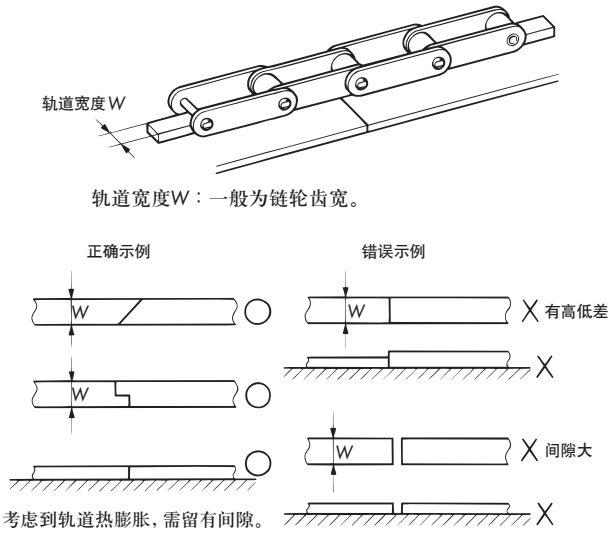

图4. 轨道连接
①轨道拼接部应平滑，除边缘外，应无高低差、间隙。（图4）
②清除焊接时的焊珠及氧化皮。
③试运转时，请在无负载状态下对链条加油，并检查链条和轨道的状态。